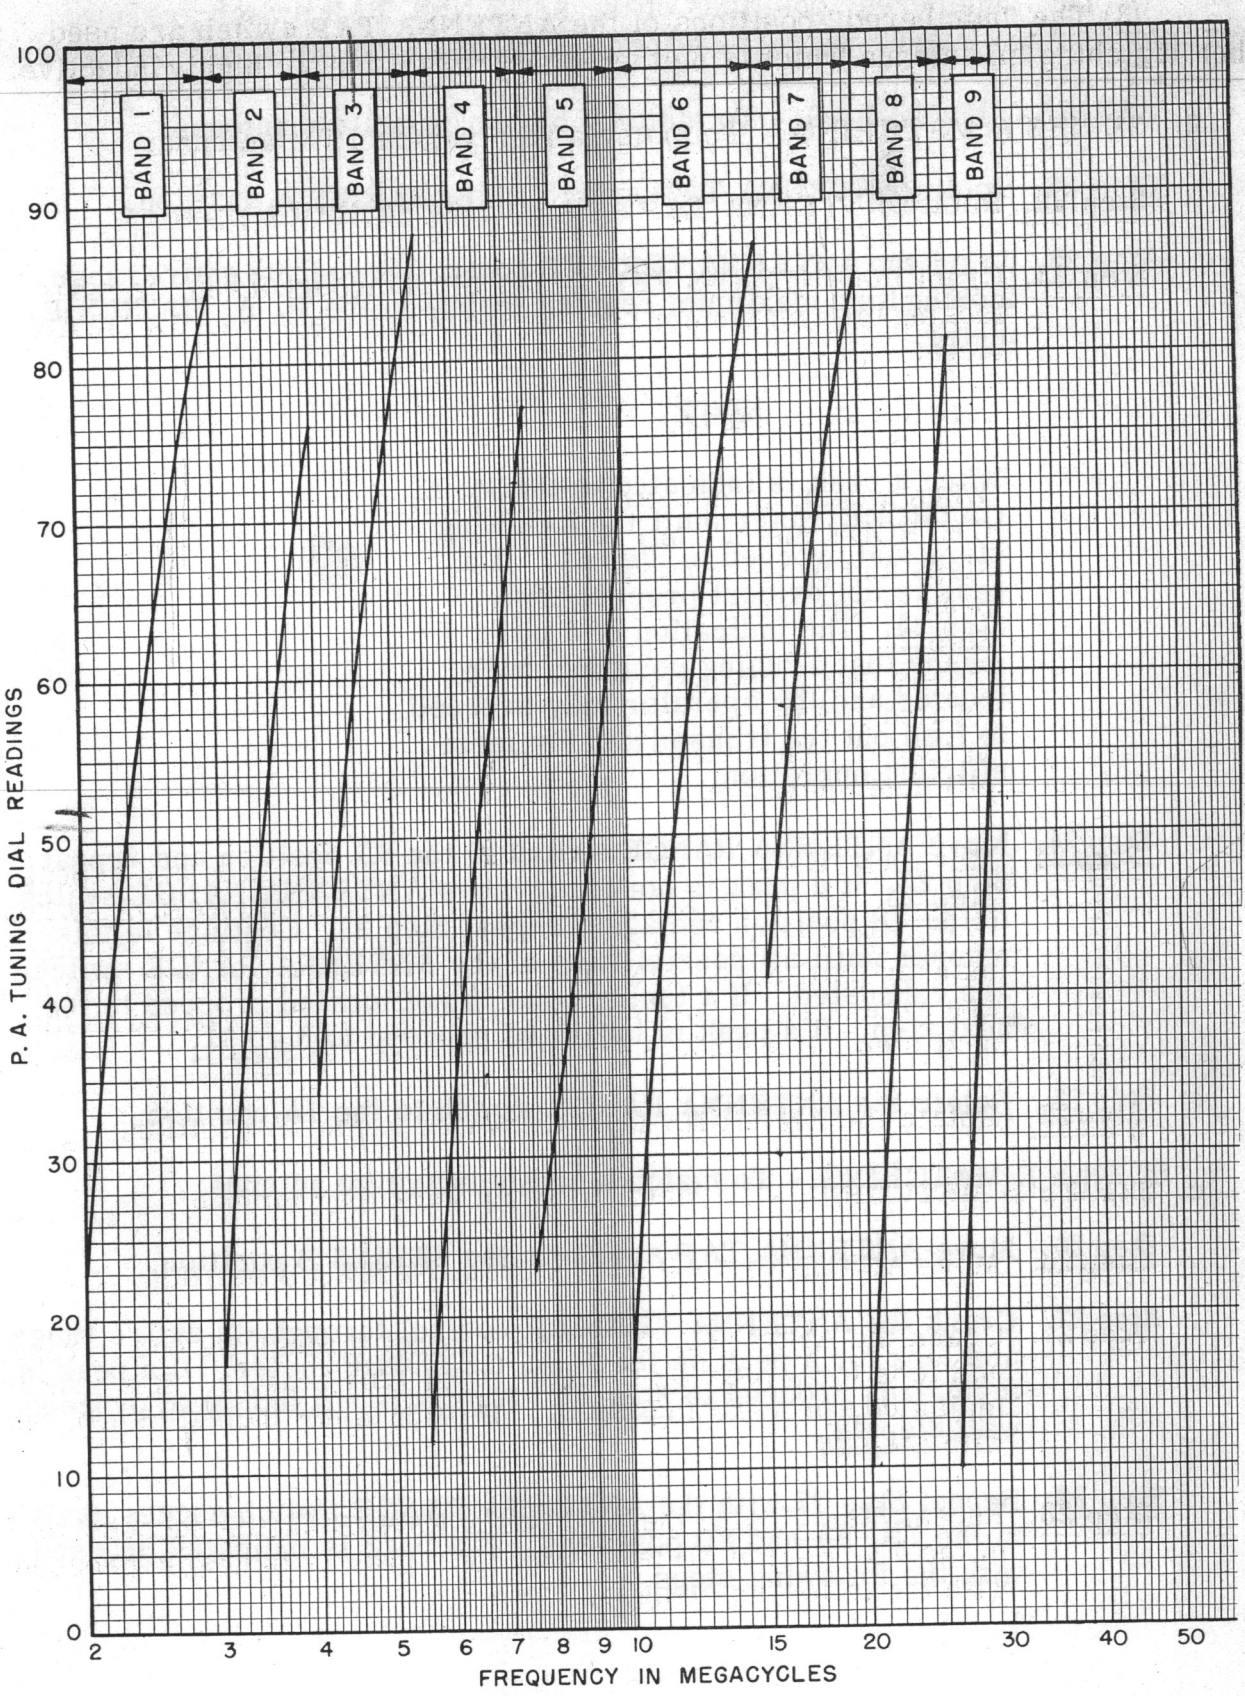

Figure 4-2. PA Tuning Calibration (Typical)
Step 11. Set P.A. TUNING control to the value indicated on the P A Tuning Chart, Figure 4-2.